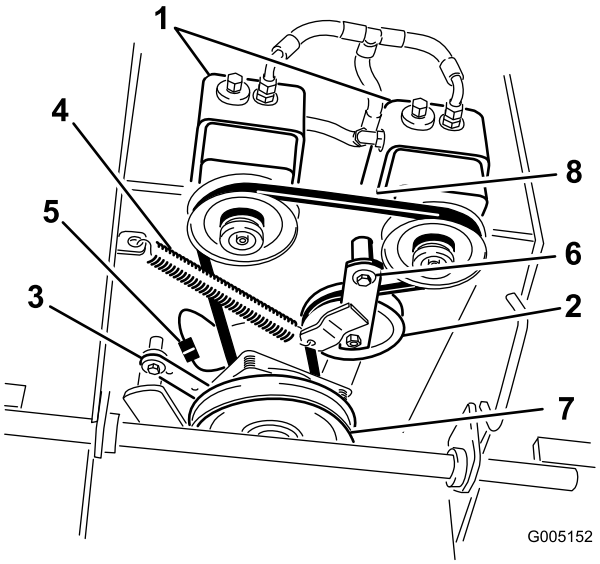

**Figure 53**
6. Détachez le dispositif de retenue de l'embrayage du plancher moteur (Figure 53).
7. Décrochez le ressort de la poulie de tension du châssis (Figure 53).
9. Placez le ressort de tension entre le bras de la poulie de tension et la patte du bâti (Figure 53).
10. Reposez le dispositif de retenue de l'embrayage sur le plancher moteur (Figure 53).